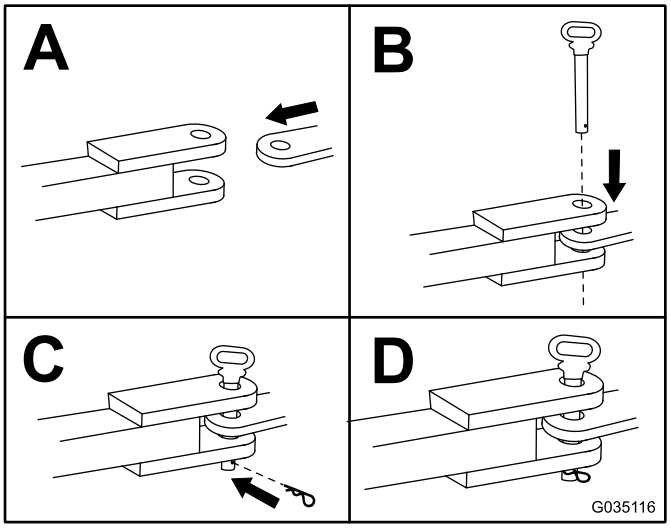

Figura 25
1. Con un pasador de enganche de 19 mm (3/4") o 22 mm (7/8"), enganche la máquina como se muestra en Figura 25.